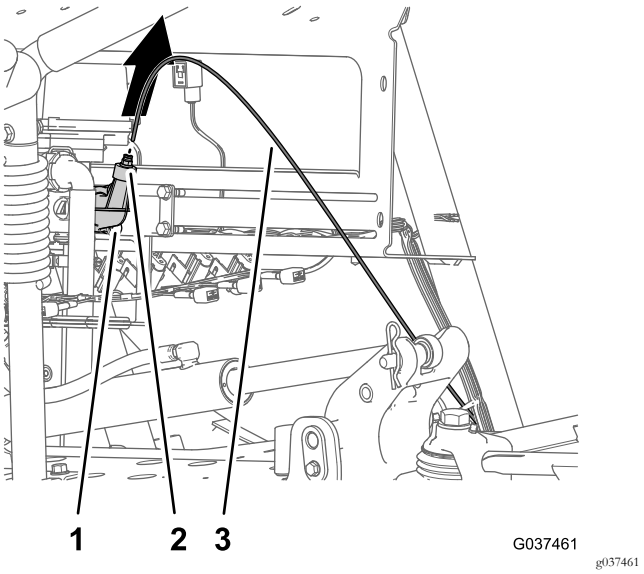

Figuur 10
1. Druk de kraag in voor de buiskoppeling in de dopfitting met opening van de rechter spuitboomklep (Figuur 10).
2. Trek de druksensorbuis voor de meter op het dashboard uit de buiskoppeling (Figuur 10).